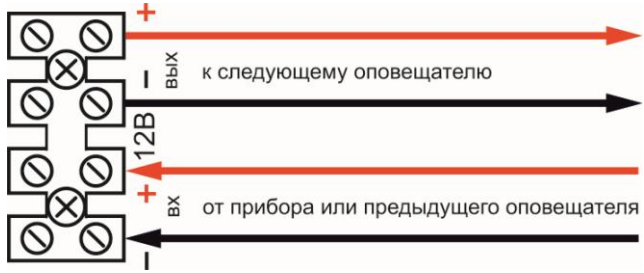

Рис. 2 Внешний вид клеммной колодки и схема подключения оповещателя
- через кабельные вводы ввести входные (выходные) кабели и подсоединить их согласно схеме подключения (см. рисунок 2);